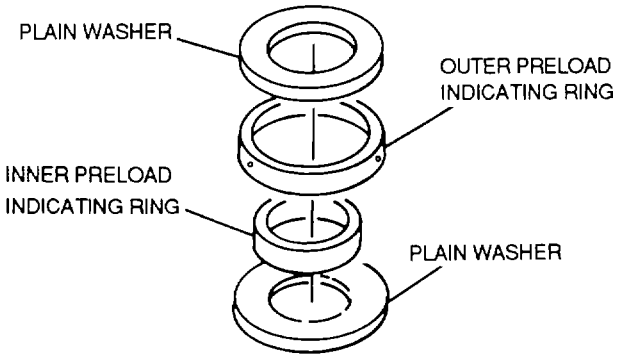
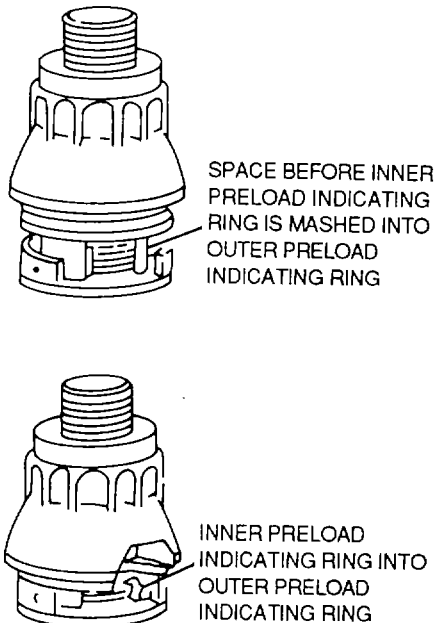

Figure 8-29. Preload Indicating Washers
Figure 8-30. Action of Preload Indicating Washers
b. *Preload indicating Washers*. The preload indicating washer, shown in figure 8-29, consists of two plain washers, one inner preload washer, and one outer preload washer. The plain washers mash the inner preload ring into the outer preload ring. When this has occurred, the nut or bolt is properly tightened (see figure 8-30).